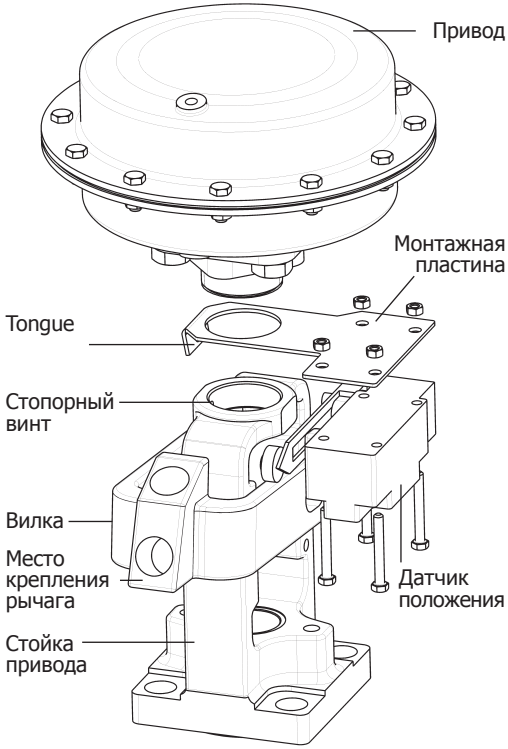

**Рис. 3 Монтаж датчика положения**
3. **Уплотнение штока клапана (6):**
- Открутите рычаг от направляющей (8) и снимите его с шарнира.
- Отдайте стопорную гайку (18).
- Отметьте положение направляющей (8) относительно штока клапана. Вставьте отвертку в шлиц, расположенный в верхней торцевой части штока клапана, для удержания его от проворачивания и открутите направляющую (8).
- Отдайте 4 гайки М14 и снимите направляющую втулку пружины, пружину нажимной фланец (11), проставку (10) и уплотнение (6).
- Установите новое уплотнение штока (см. Рис. 3). Установите все в обратном порядке так чтобы уплотенение штока было правильно отцентровано.